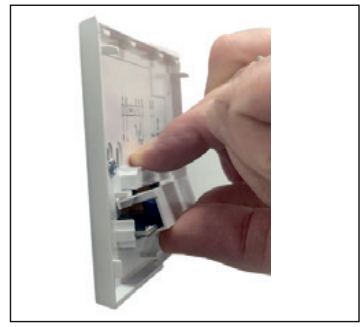

Fig. 2
2. Sganciare la copertura in plastica della scheda relè/alimentazione ed estrarre il circuito. (Fig.2).